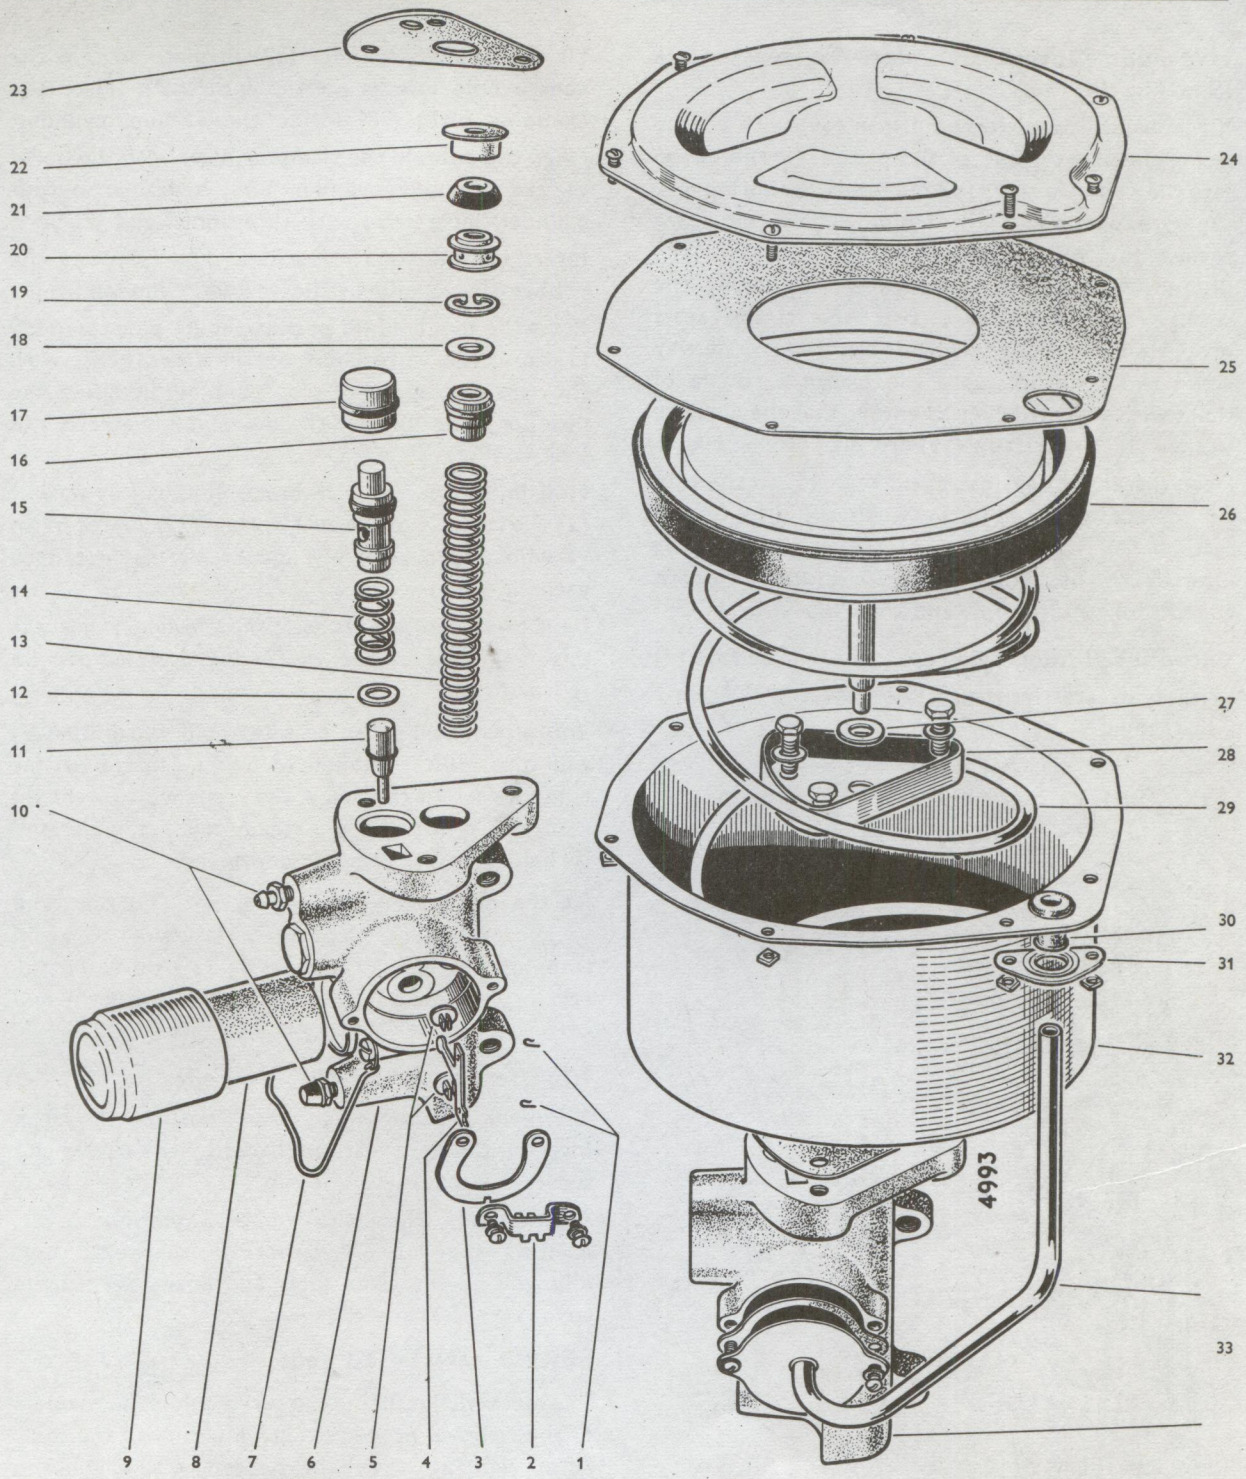

Fig. 14. *Exploded view of servo components*
The servo unit is also fitted with an air cleaner. (See items 8 and 9, Fig. 14).
Vacuum Cylinder—To dismantle (see Fig. 14)
Hydraulic Output Cylinder—To dismantle (See Fig. 14)
(See Fig. 14)
Hydraulic Output Cylinder—To reassemble (See Fig. 14)
Vacuum Cylinder—To reassemble (See Fig. 14)